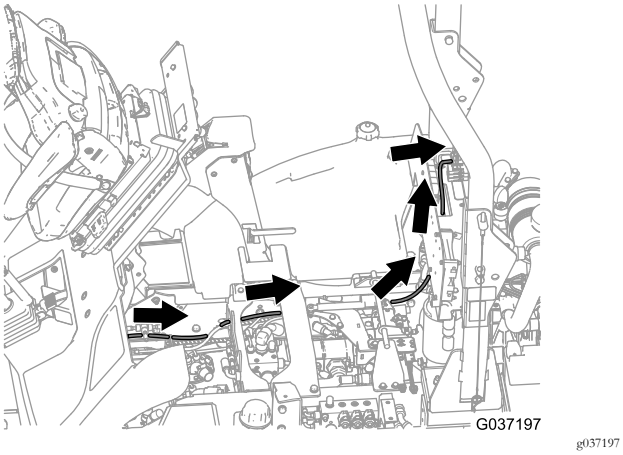

Bild 32
6. Verlegen Sie das Kabel um den Plattform-Drehzapfen und zurück zum Sicherungskastenbereich (Bild 32).